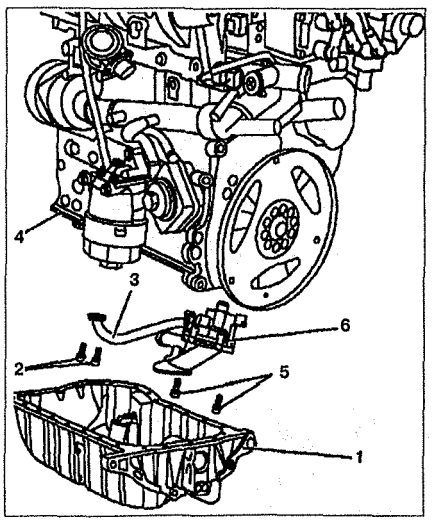

Рис. 3.30. Масляный насос:
1. Снимите поддон **1** (см.рис. 3.30).